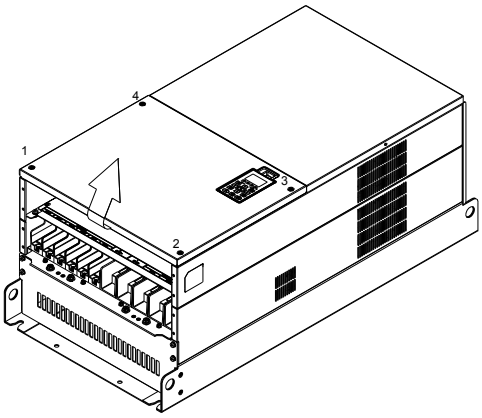

Figure 1
(1) Loosen the screw (figure 1) and remove the cover. Screw torque: 12~15 kg-cm / [10.4~13.1 lb-in.] / [1.2~1.5 Nm]